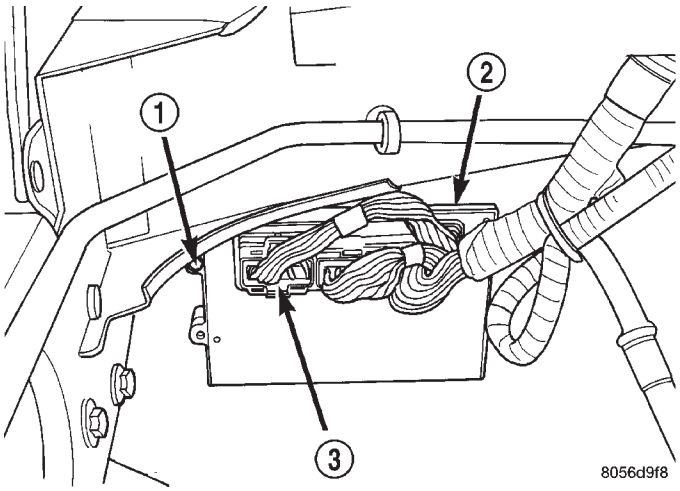
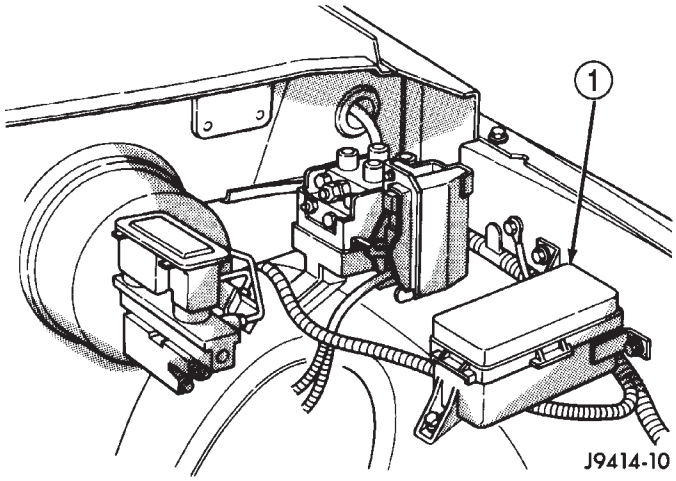

Fig. 12 Powertrain Control Module (PCM)
Fig. 13 Power Distribution Center (PDC)
(1) Verify that the three 32–way electrical connectors are fully inserted into the connector of the powertrain control module (PCM) (Fig. 12).
(2) Inspect the battery cable connections. Be sure that they are clean and tight.
(3) Inspect fuel pump relay and air conditioning compressor clutch relay (if equipped). Inspect the ASD relay connections. Inspect starter motor relay connections. Inspect relays for signs of physical damage and corrosion. The relays are located in the Power Distribution Center (PDC) (Fig. 13). Refer to label on PDC cover for relay location.